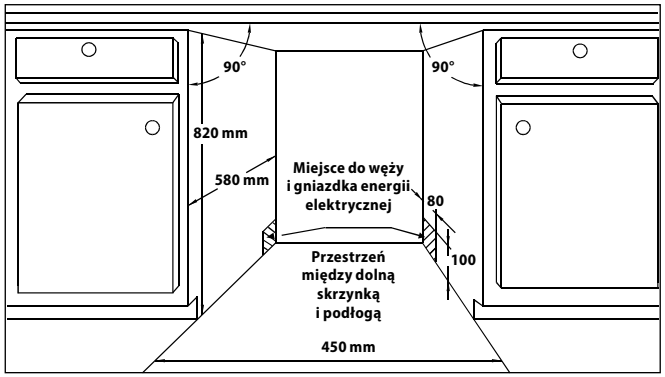

Rys. 13
- Wymiary do montażu urządzenia podano na Rys. 13.